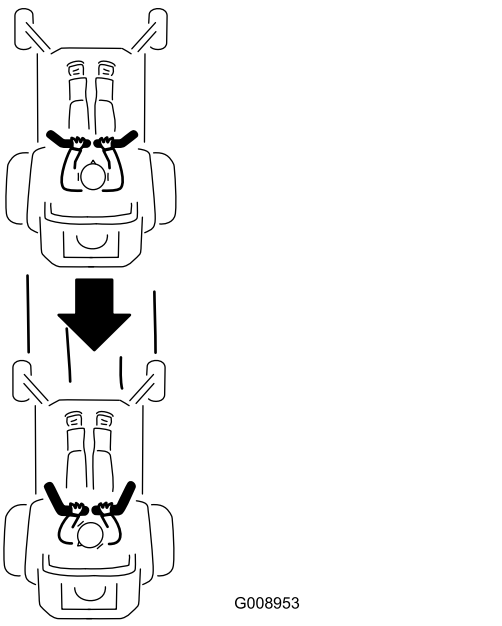

Figure 27
2. Pour vous déplacer en marche arrière, tirez lentement les leviers en arrière (Figure 27).